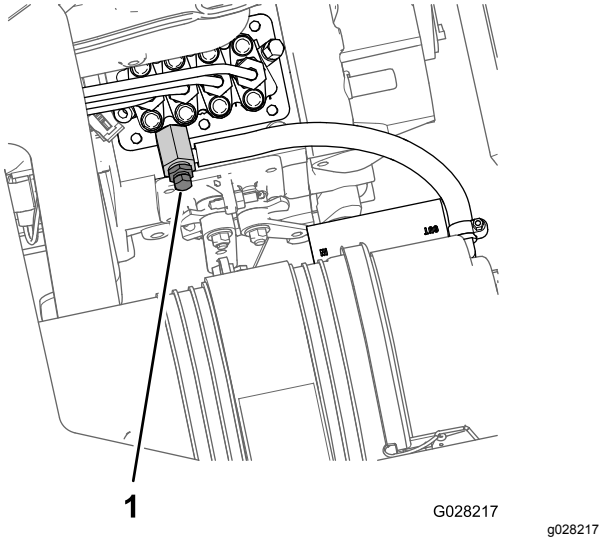

Рисунок 74
8. Поместите сливной поддон под ту часть двигателя, где находится насос для впрыска топлива (Рисунок 74).
9. Выверните винт стравливания воздуха из насоса для впрыска топлива (Рисунок 74).
11. Оставьте ключ в положении Вкл. до тех пор, пока через продувочный винт не начнет вытекать сплошной поток топлива (Рисунок 74).
12. Затяните продувочный винт (Рисунок 74) и поверните ключ в положение Выкл.